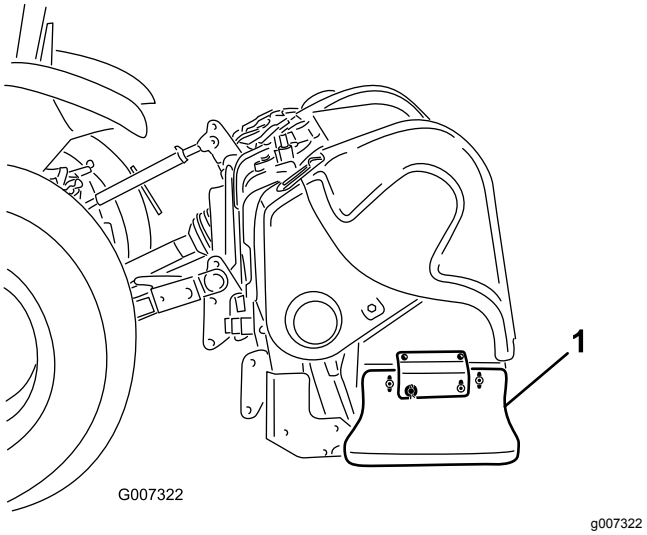

**Figur 40**
1. Lossa bultarna och muttrarna som håller fast sidoskydden på ramen (Figur 40).